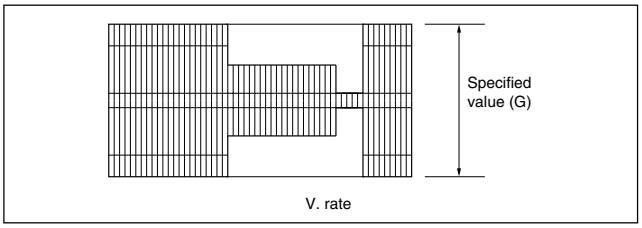

Fig. 3-3-3b REC color (colour) level
(1) Connect the adjustment tool (H2) to the measuring point (D1).
(2) Apply the external trigger signal to D.FF (E) to observe the PB color (colour) waveform at the measuring point (D2).
(3) Play back the signal (A3) in the mode (B1) of the alignment tape (A1).
(4) Set the VCR to the manual tracking mode.
(5) Adjust tracking so that the PB color (colour) waveform becomes maximum. Make a note of the higher PB color (colour) level as “B” at this time.
(6) Record the signal (A3) in the mode (B1), and play back the recorded signal.
(7) Set the VCR to the EVR mode by transmitting the code (F1) from the Jig RCU.
(8) Set the EVR address to (F2) by transmitting the code (F3) from the Jig RCU.
(9) Transmit the code (F4) from the Jig RCU to adjust so that the higher level channel becomes the specified value (G) of the note "B" level as shown in Fig. 3-3-3b. (Adjust before recording, then confirm it by playing back.)
(10) After adjustment, record the signal (A3) then playing it back again. At this time, confirm that there is no inverting phenomenon or noise appearing on the playback screen.
(11) Release the EVR mode of the VCR by transmitting the code (F1) from the Jig RCU again. (When the EVR mode is released, the adjusted data is memorized.)
(12) Repeat steps (3) to (11) in the mode (B2).